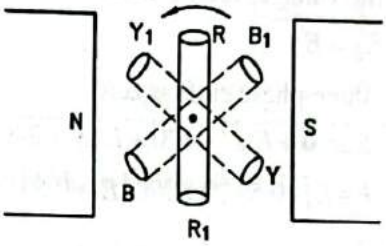

**FIG. 2.75 : GENERATION OF 3-PHASE EMF**
- Consider an elementary 3-phase, two pole A.C. Generator as shown in Fig. 2.75.
- Consider the position of the coil $RR_1$ as shown in Fig. 2.75. In this position emf in the coil R $R_1$ is zero.
- The emf in the coil becomes maximum when the coil has moved through 90° from the position shown in Fig. 2.75.